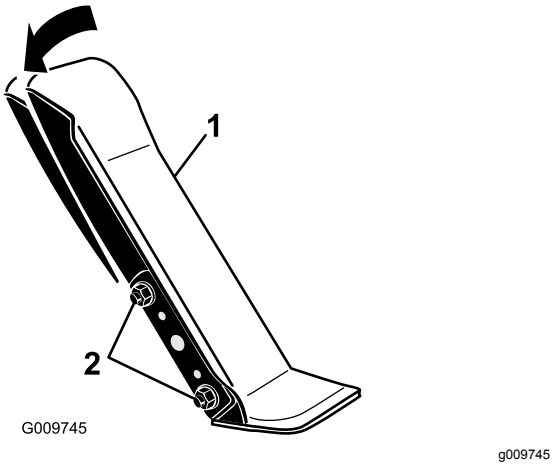

**Figur 117**
1. Lossa de två skruvarna och muttrarna som fäster gaspedalens vänstra sida vid fästet (Figur 117).
2. Justera pedalen till önskad funktionsvinkel och dra åt muttrarna (Figur 117).